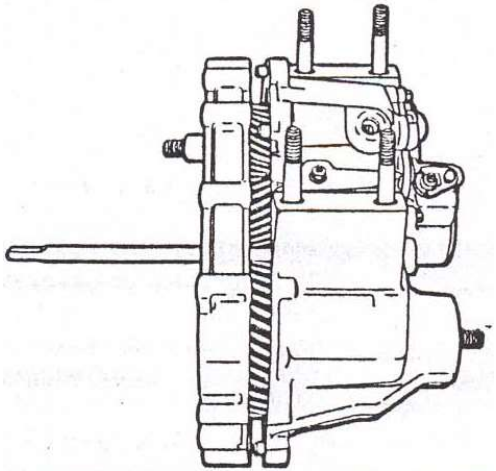

Рис.6.8 Разъединение переднего и заднего картеров
- разъединить передний и задний картеры за специальные приливы заднего картера (см. рис. 6.8);